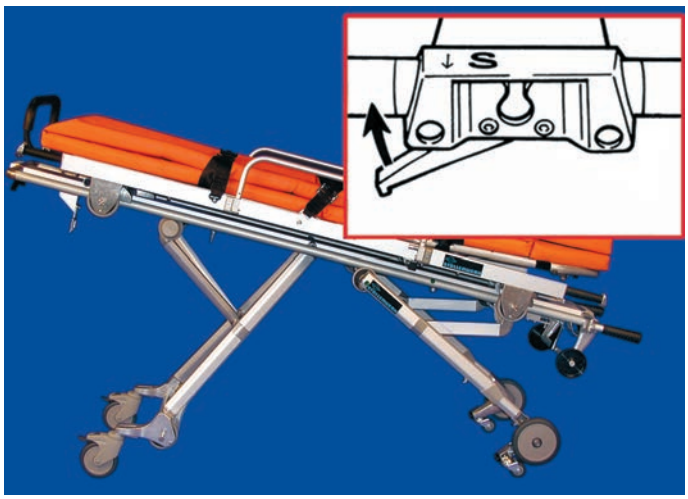

Bild 29
■ Schocktieflagerung (Bild 29)
- Kopfteil in Schocklagerung absenken (Bild 29)